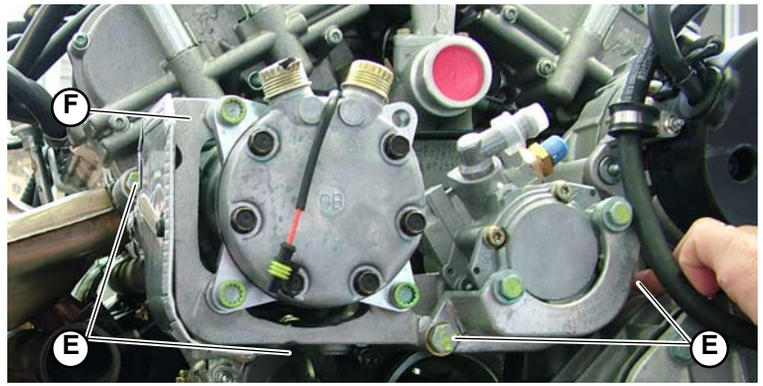

Fig.4
5. Unscrew the 4 screws (**E-Fig.4**) that secure the power steering pump support frame (**F-Fig.4**), A/C compressor and alternator.